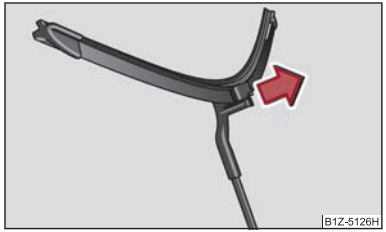

Fig. 44 Balai d'essuie-glace pour pare-brise
- Enlevez le balai d'essuie-glace dans le sens de la flèche ⇒ fig. 44 ⇒ ⚠.
- Rabattez les bras des essuie-glaces sur la vitre et mettez le contact. En poussant la manette des essuie-glaces sur la position atteinte en douceur (4) ⇒ fig. 44 ou si l'on roule à plus de 4 km/h, les bras des essuie-glaces reviennent sur la position de repos.